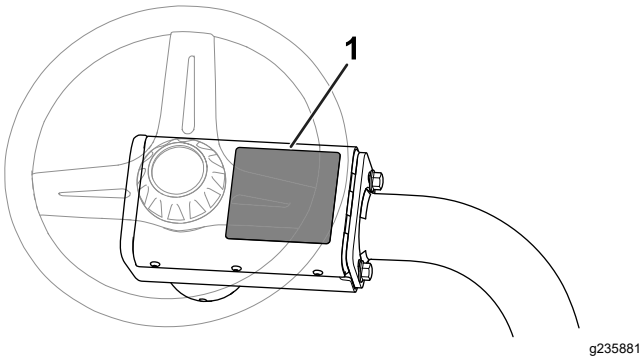

**Figur 12**
- **CE-advarselsmærkat**: Placer CE-advarselsmærkaten (delnummer 139-8321) oven på den eksisterende advarselsmærkat (delnummer 139-8320) på ratdækslet. Se Figur 12.